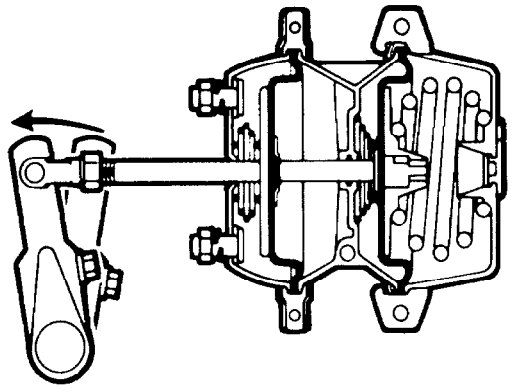

Figure 21 — Spring Brake Chamber — Parking or Emergency Application
44. When the park brake valve is operated in the towing vehicle, air is exhausted from the spring brake chamber (see Fig. 21), permitting the spring to apply the service brake. In the event of an air loss in the spring brake circuit the brakes would apply automatically.